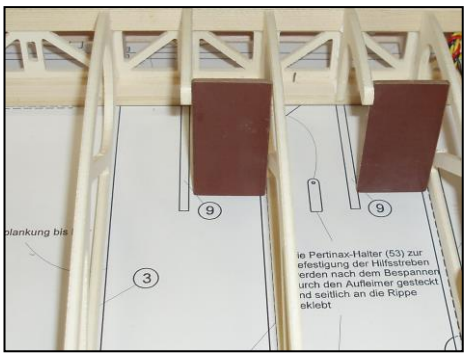

Bild 4a
Anschließend können die Halbrippen mit Hilfe der Lehren (71) ab Rippe4 (!) eingeklebt werden (Bild 4a).